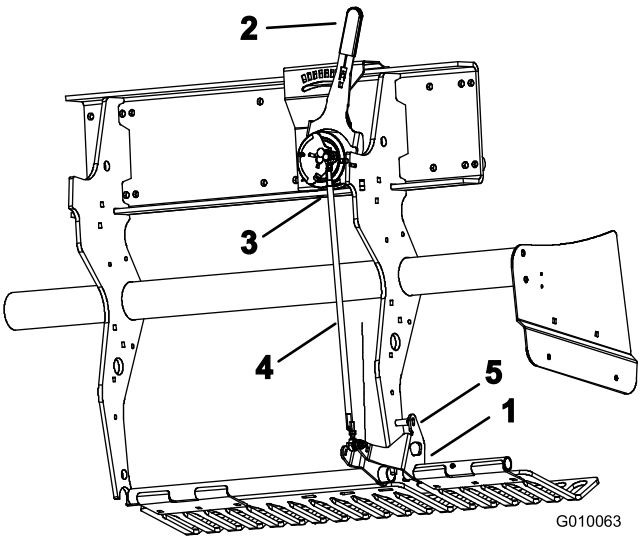

Figur 58
1. Vrid det vänstra gräsmatteskyddets monteringsfäste (Figur 58) uppåt tills en låspinne (5/16 silverstål eller bult) kan föras in mellan fästet och djupinställningsröret som är svetsat till ramen.
2. Flytta markföljningsspaken (Figur 58) till ”H”-inställningen (den djupaste).
3. Koppla bort utombordskulbrytaren (Figur 58) från ledningsnätet (huvud lågt-brytare).
4. Lossa kontramuttrarna (till vänster och höger) på dragstången för djupjustering (Figur 58).